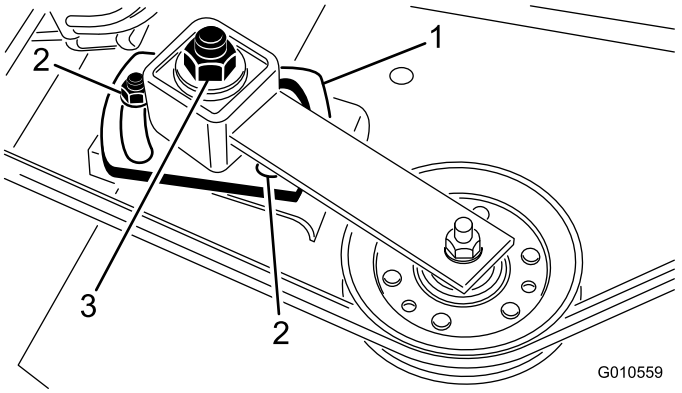

Figur 28
3. Lossa de två muttrar som håller remskivplattan på plats. Dra åt remskivans justeringsmutter till 24–41 Nm med en hylsa och en momentnyckel (Figur 28).